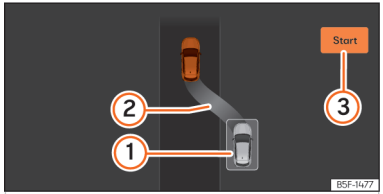

**Fig. 156** On the instrument panel display: driving off from perpendicular parking.
- Reverse until the continuous ParkPilot signal sounds; **OR:** reverse until the instrument panel display shows the forward indication. The progress bar (3) ››› Fig. 156 indicates the distance to cover.